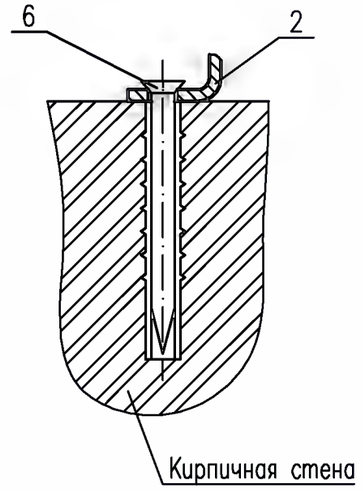

Рис. 3
– по рис. 3 в металлической стене выполнить 4 отв. ⌀3,2мм;